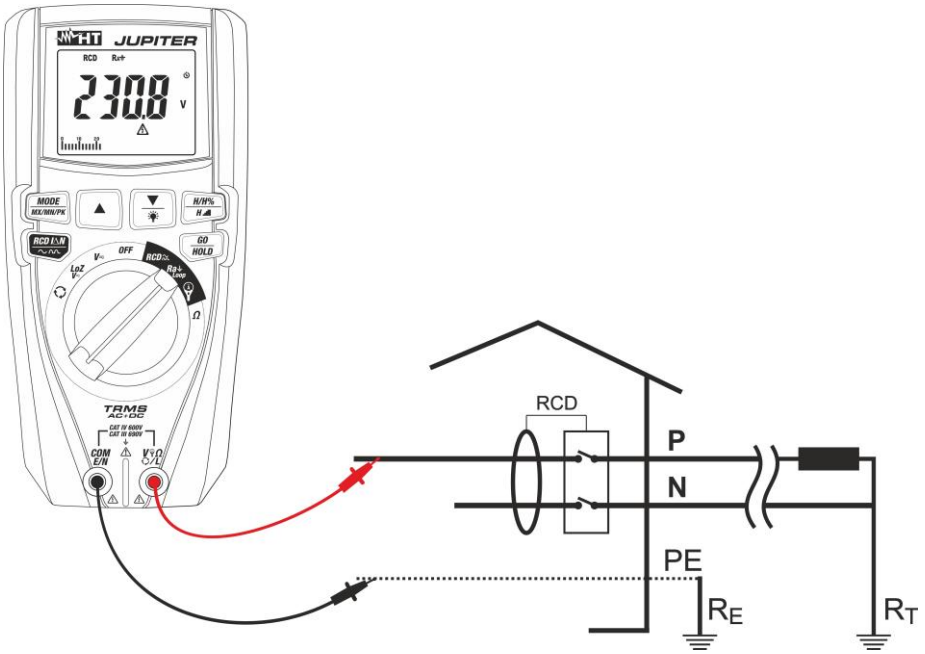

Fig. 18: Uso do instrumento para medir a resistência global de terra com ponteiras
6. No caso de usar ponteiras de medida inserir o condutor vermelho no terminal de entrada **VΩ⏚L** e o condutor preto no terminal de entrada **COM/E/N** e ligar o instrumento à instalação em exame (ver Fig. 18). O valor da tensão Fase-Terra é apresentado no display.